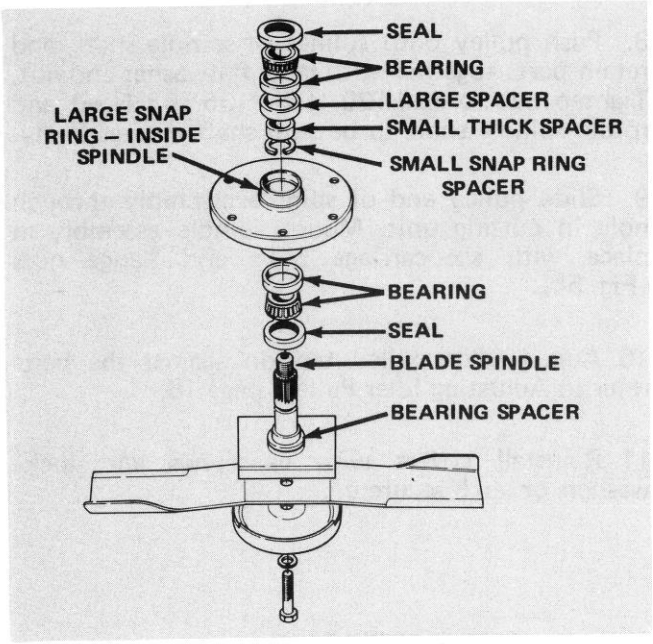
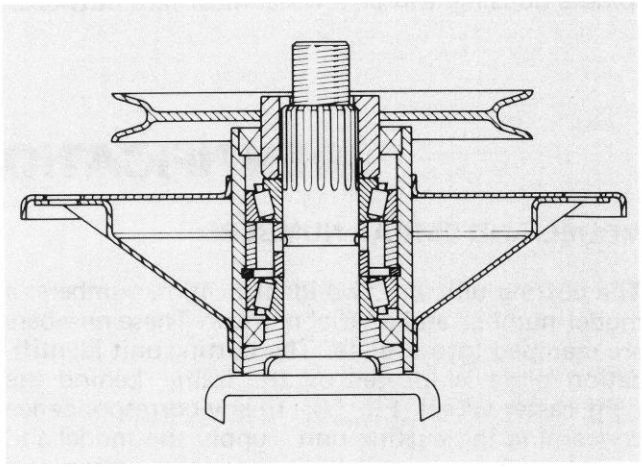
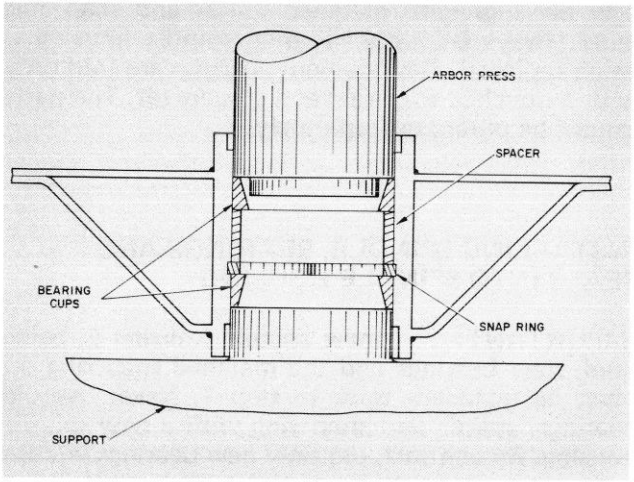

Figure 55
Figure 56
Figure 57
7. If spindle shaft will be replaced, remove blade-bolt, lockwasher, anti-scalp cup and blade from spindle shaft (Fig. 55). Otherwise, the blade and its other associated parts may be left on the spindle shaft.
8. Press spindle shaft out of spindle housing (Fig. 55), using an arbor press. Bearing spacer (Fig. 55) remains on spindle shaft as shaft is being removed.
9. The seals (Fig. 55) will be removed next; however, notice the lip of the seal. The lip of the upper seal faces inward, and the lip of the lower seal faces outward. Therefore, new seals must always be installed with the lip facing in the proper direction. Now remove seals from spindle housing.
10. Allow bearings and small thick spacer to fall out of spindle housing (Fig. 55).
11. Using a punch and hammer, drive both bearing cups (Fig. 55) out of spindle housing. Also drive large spacer (Fig. 55) out of housing.
1. Install large snap ring into groove in bore of spindle housing (Fig. 56). Assure snap ring is seated in the groove.
2. Using an arbor press, push the large spacer into top of spindle housing and tightly against the snap ring (Fig. 55). Spacer must contact snap ring to be sure of currect assembly of parts (Fig. 56).
3. Thoroughly oil cups and using an arbor press, push bearing cups – smallest ID first – into top and bottom of spindle housing (Fig. 55). Top bearing cup must contact spacer that was installed in step 2, and bottom bearing cup must contact snap ring to be sure of correct assembly of parts (Fig. 56). Insure assembly is correct by supporting the first cup and pressing the second against it (Fig. 57).
4. Apply a film of grease on lip on both seals; then install bearing and seal into bottom of spindle housing (Fig. 55). Remember though, the bottom
seal must have the lip facing outward (Fig. 55) not toward inside of spindle housing.
5. Slide small, thick spacer into spindle housing (Fig. 55). Then, install bearing and seal into top of spindle housing. Lip of the seal must face outward.
7. Slide bearing spacer onto spindle shaft. Carefully slide spindle shaft through spindle housing. Bottom seal and bearing spacer fit together when spindle is installed (Fig. 56).